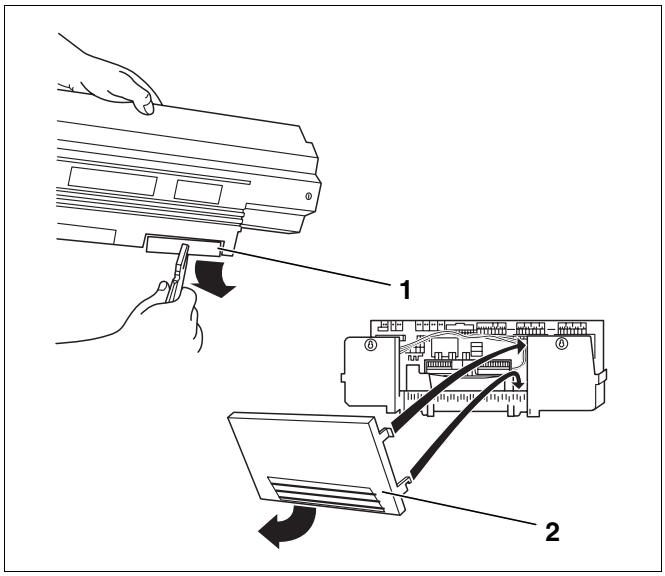

Рис. 35 Подготовка кабельного прохода
- Отломить заглушку (рис. 35, **поз. 1**), если это необходимо, на задней стенке кабельного прохода (Logamatic 4xxx) или снять часть задней стенки (Logamatic 4xxx) (рис. 35, **поз. 2**).